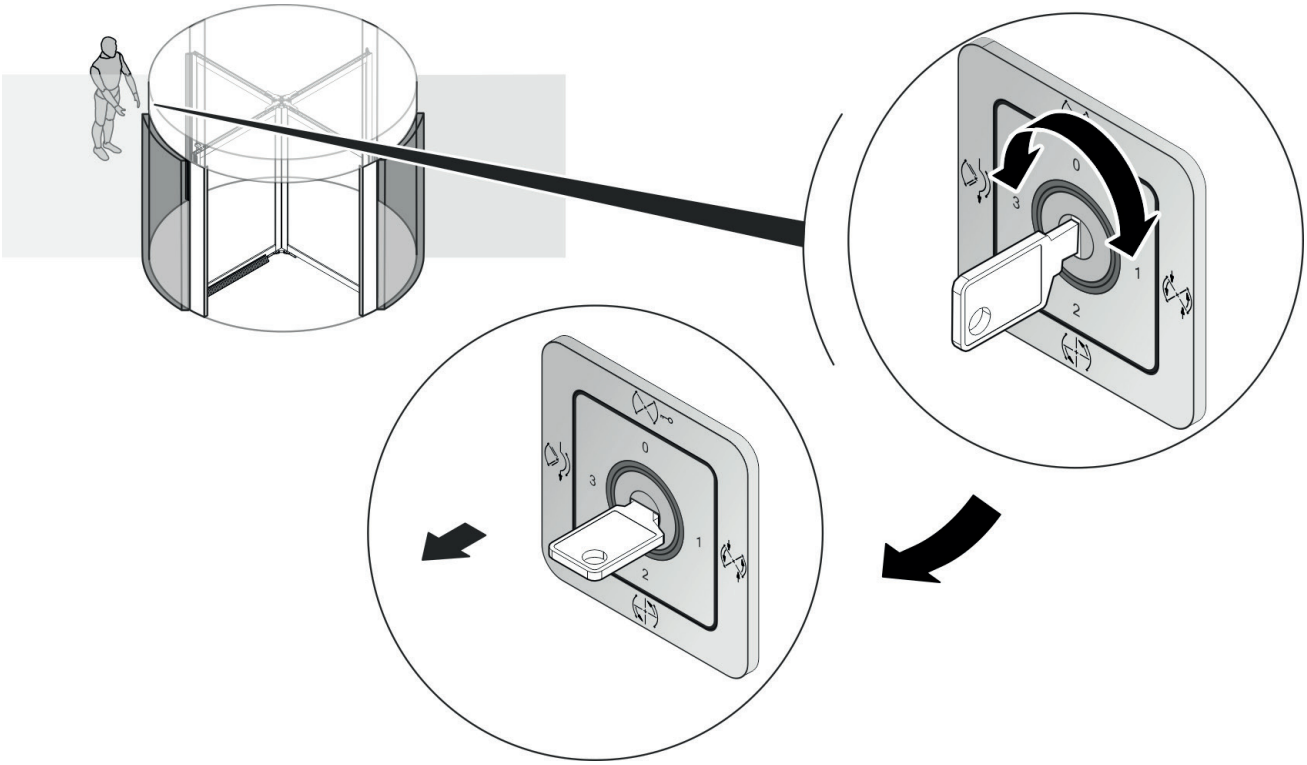

Abb. 10 **Sélectionner le programme et retirer la clé**
1. Sélectionner le programme souhaité au moyen de la clé/du code (Abb. 10) (Commutateur de fonctions, S. 5).